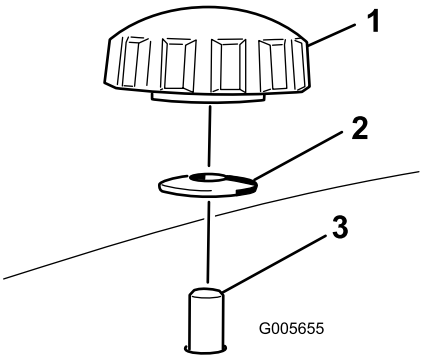
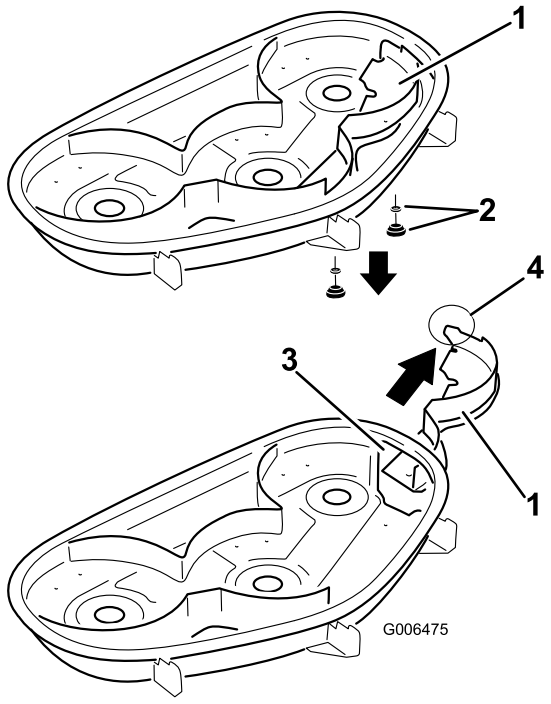

**Figur 29**
**Figur 30**
4. Fjern de to knottene og bueskivene som fester høyre skjerm til gressklipperen som vist på Figur 29.
5. Fjern høyre skjerm og senk gressavlederen over utslippsåpningen som vist på Figur 30 og Figur 29.
4. Skyv høyre skjerm gjennom utslippsåpning og fest det med to knotter og bueskiver (hul side inn mot gressklipperen) som vist på Figur 29 og Figur 30.